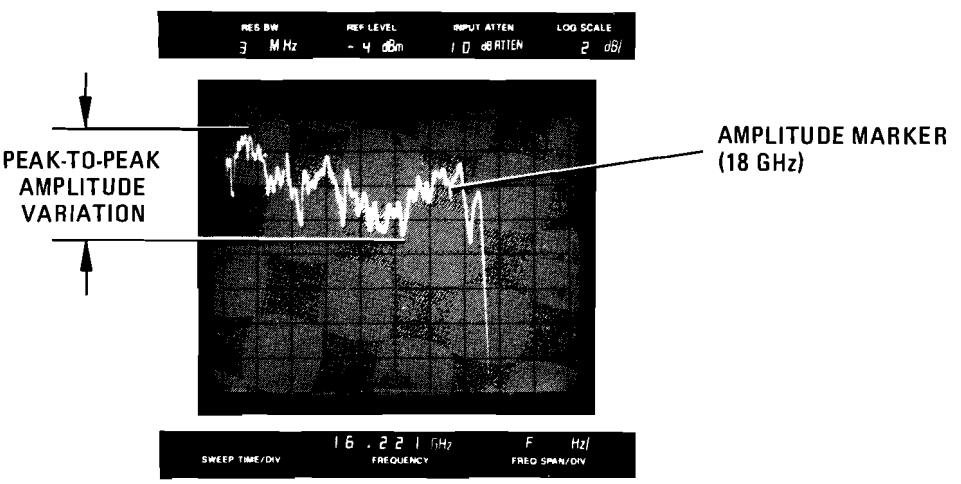

Figure 5-44. Phase Locked Spectrum Analyzer CRT Display (10.5 – 18 GHz)
5. Set sweep oscillator to automatic sweep mode and check for phaselocked spectrum analyzer CRT display (Figure 5-44). If system is breaking phaselock repeat steps n-1 through n-4.